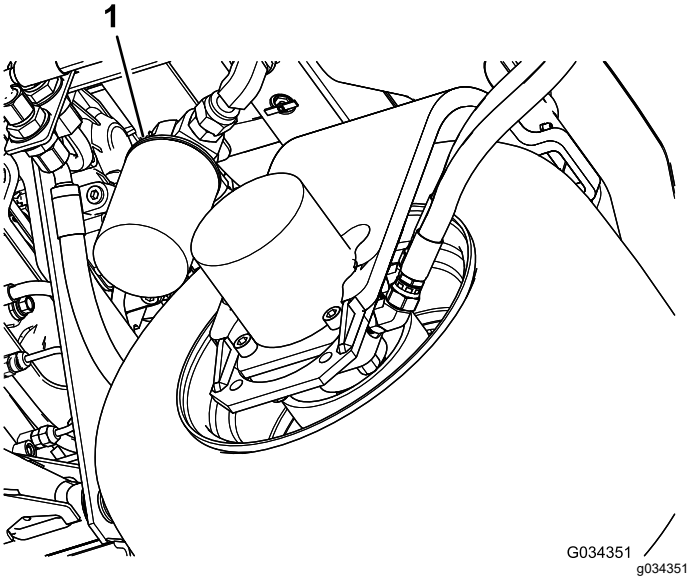

Figur 83
2. Rengør omkring det område, hvor filteret monteres. Anbring en dræningsbakke under filteret (Figur 83), og fjern filteret.